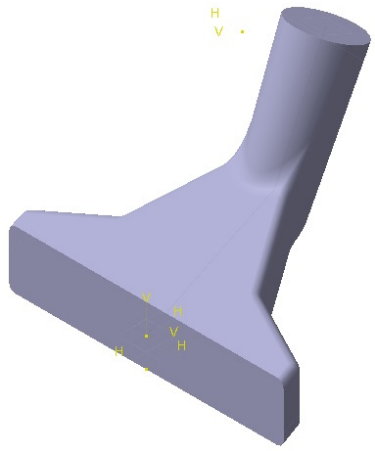

Figure 6-100 *Model after creating the second fillet*
5. Set the value in the **Radius** spinner to **3** and choose the **OK** button from the **Edge Fillet Definition** dialog box. Choose the **Cancel** button from this dialog box, if it is displayed again. The model after applying the fillet to the second set of edges is shown in Figure 6-100.